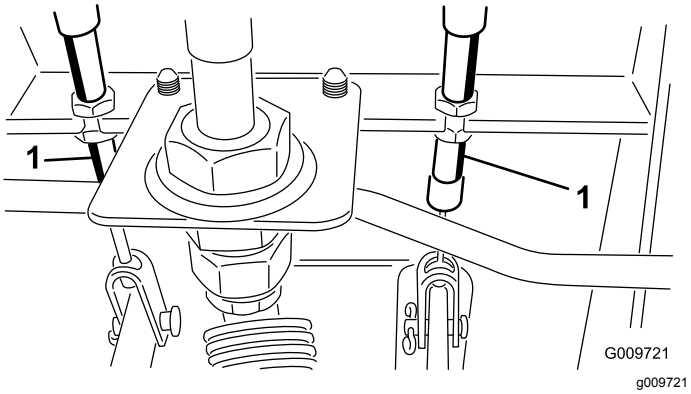

**Figur 74**
A. Løsn den forreste møtrik på bremsekablets gevind-ende (Figur 74).